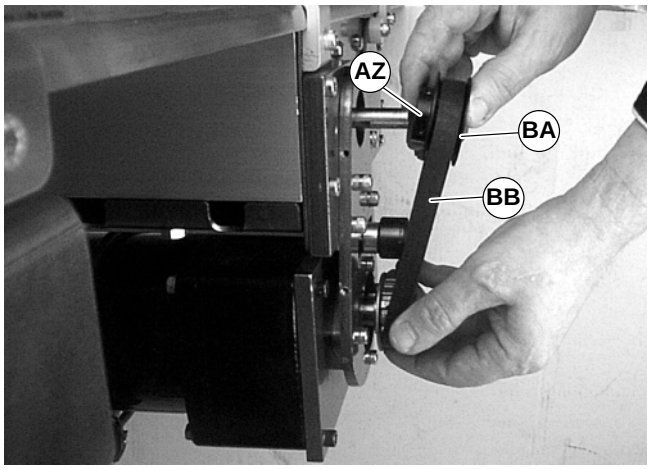

Abbildung 19
HINWEIS: Falls der Zahnriemen nicht über die Zahnscheibenflanke gleitet, die Madenschrauben der Abtriebszahnscheibe (AZ siehe Abbildung 19) lösen, und Zahnscheibe (BA) samt Riemen abnehmen (BB).